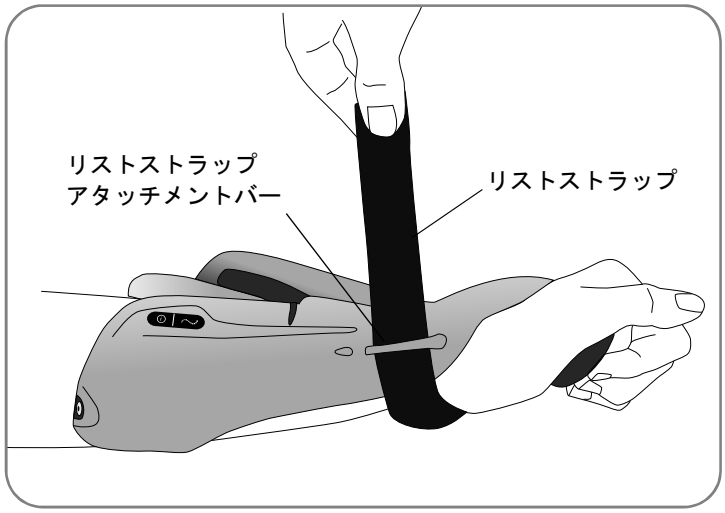

図 10-1：リストストラップを外しているところ
2. リストストラップを注意して外し、リストストラップアタッチメントバーから抜きます（図 10-1 を参照）。